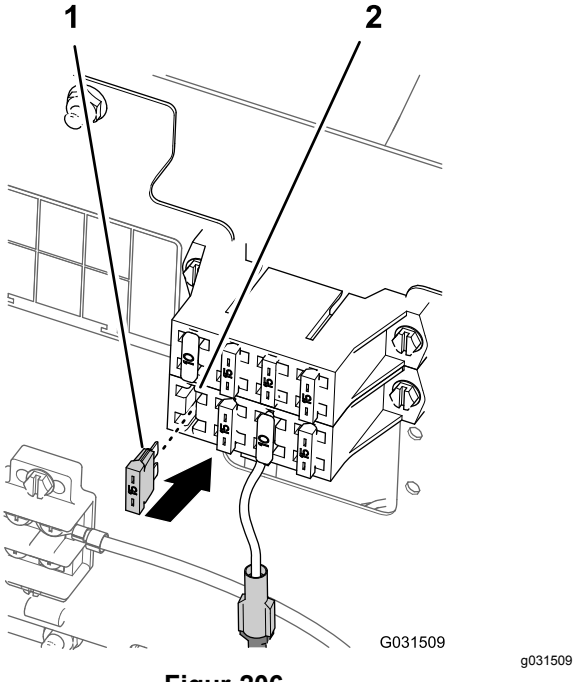

Figur 206
- På en maskine med redskabskonnektoren med flade stikben på maskinens sikringsblok skal der installeres en sikring på 15 A i sikringsblokken (Figur 206).